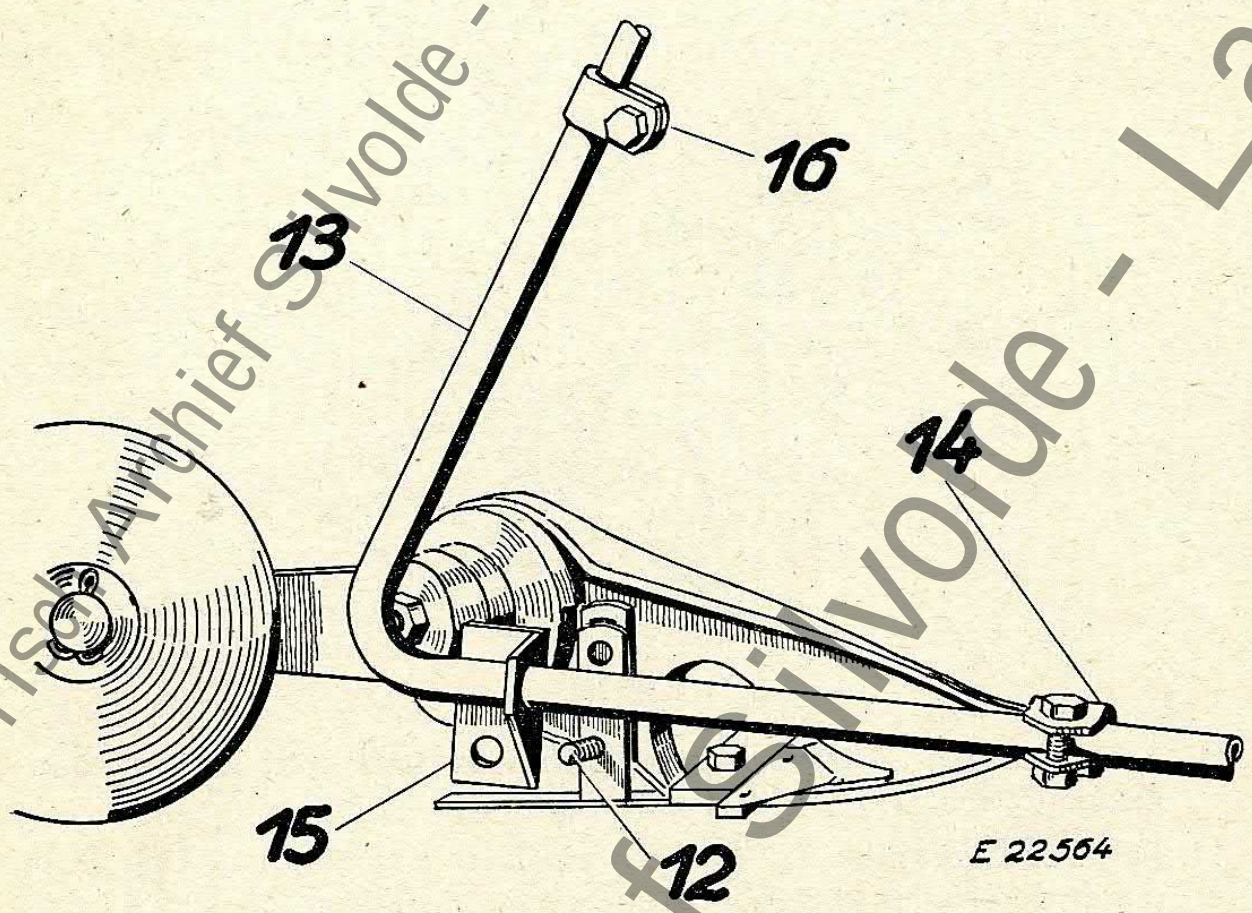

Bild 31.
13. Mutter der Befestigungsschraube am Schleifblech (12, Bild 31) am äußeren Schuh und dieses selbst abnehmen. Das Tragrohr (13) so anbringen, daß sich die Klemme (14) auf die Spitze des äußeren Schuh schiebt. Den angeschweißten Winkel an Stelle des Schleifbleches befestigen.
17. Torpedoblech nach Lösen der Klemme (16) für die Stellstange dem Stand des zu mähenden Getreides entsprechend einstellen und wieder festklemmen.
18. Bei Senkrechtstellung des Mähbalkens mit Handablage ist der Bolzen an der Innenseite des Rostes in die Bohrung des Halters (6) einzurasten.